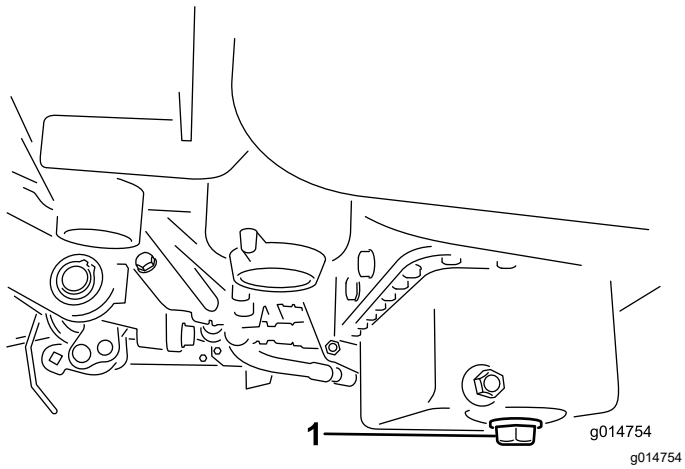

Figure 29
1. Retirez le bouchon de vidange et laissez couler l'huile dans un bac de vidange. Remettez le bouchon quand la vidange est terminée (Figure 29).